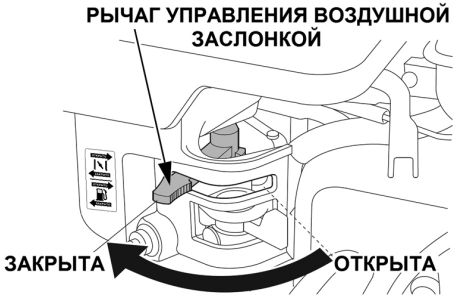

Рис. 12 Рычаг управления воздушной заслонкой
2. Закройте воздушную заслонку карбюратора. Для этого переведите рычаг управления воздушной заслонкой в крайнее левое положение (Рис. 12).